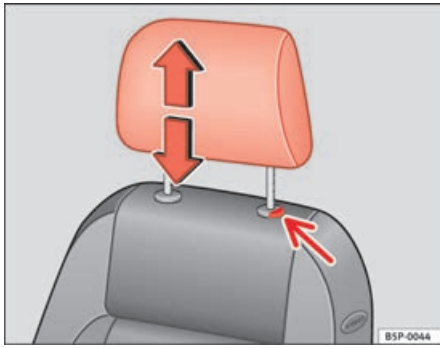

Fig. 74 Adjusting and removing the head restraints
– Press the button ⇒ fig. 74 (arrow).